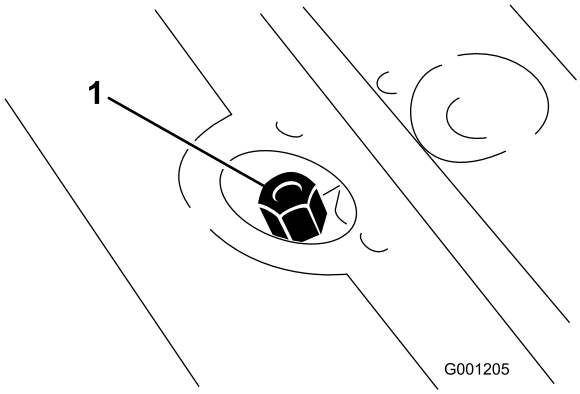

Figur 24
2. Fjern målepindens dæksel (Figur 24) fra påfyldningsstudsen, og aftør det med en ren klud. Skru målepindens dæksel fingerstramt på påfyldningsstudsen. Fjern det derefter igen, og kontroller væskestanden. Hvis oliestanden ikke ligger inden for 13 mm fra rillen i målepinden, skal der påfyldes tilstrækkeligt hydraulisk væske af høj kvalitet, så niveauet når op til rillemærket. Fyld ikke for meget på.